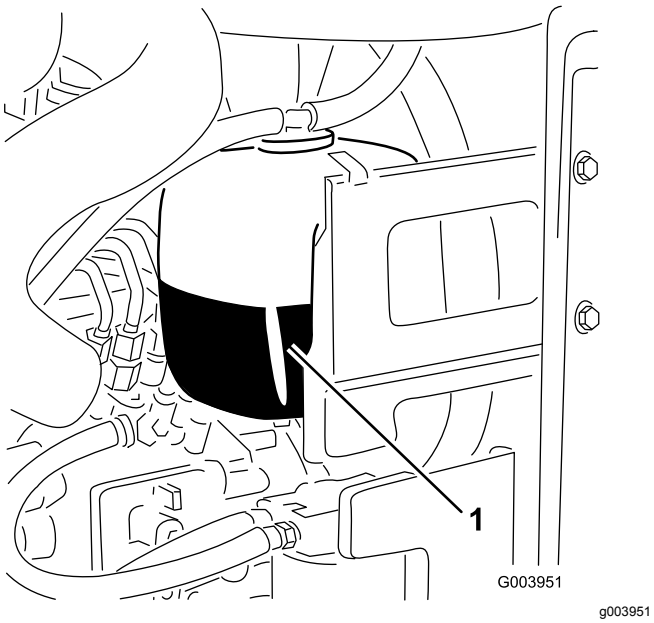

Figur 32
1. Kontroller kjølemiddelnivået i ekspansjonstanken (Figur 32).